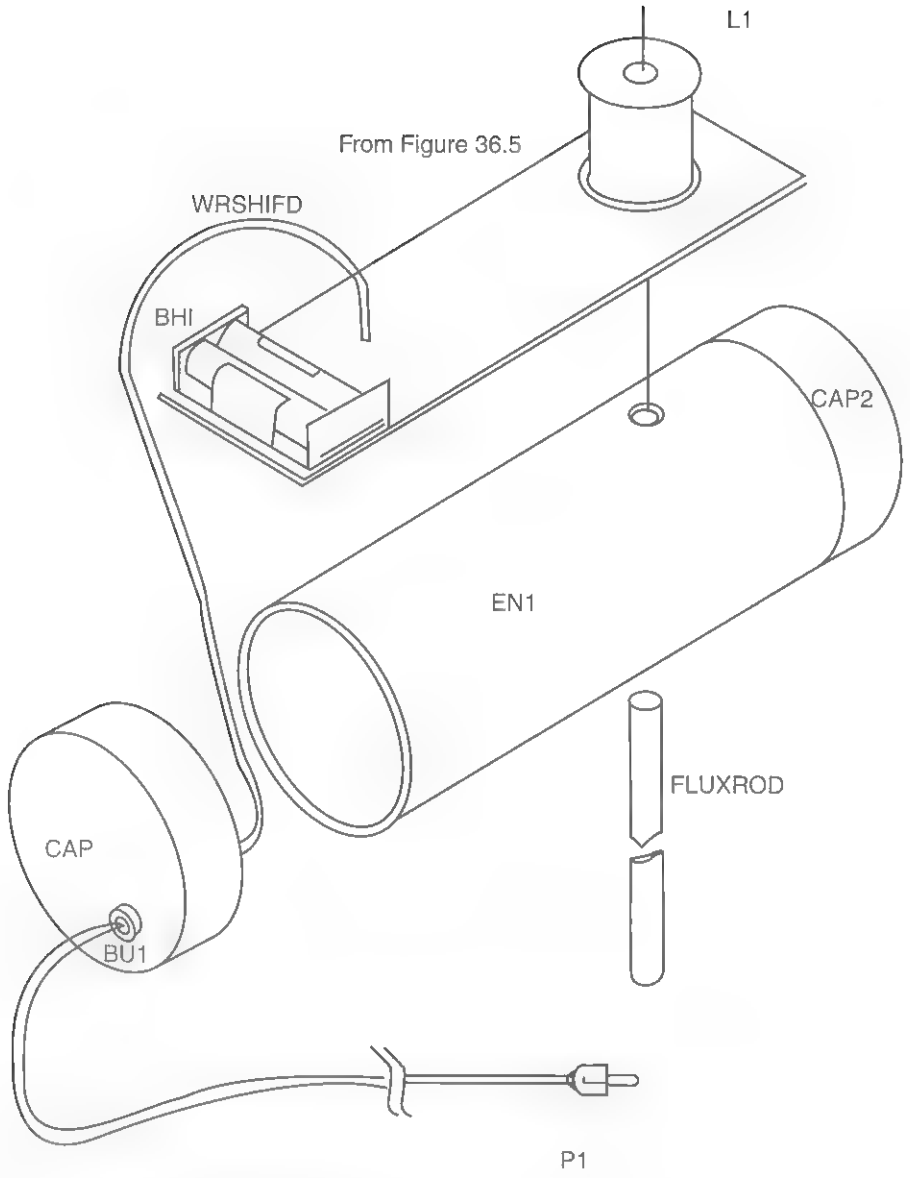

Figure 36-6 *Sense head enclosure assembly*
4. Create enclosure EN1, as shown in Figure 36-6, from an 8 × 3½-inch outer-diameter piece of plastic tubing.